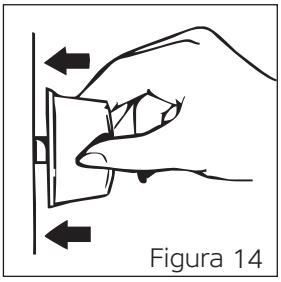
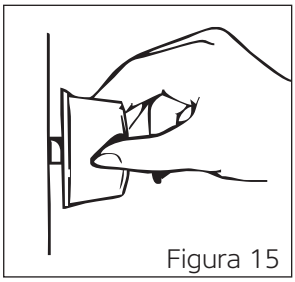
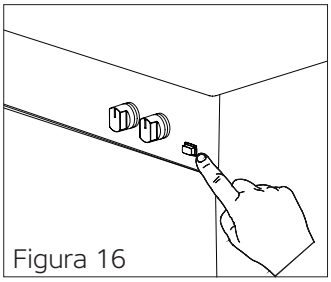

Figura 14
Figura 15
Figura 16
**3.** Para utilizar o queimador do fogão de sua preferência, premir primeiro o botão no sentido da seta e aguardar 5 segundos para que o ar saia dos tubos (Ver figura 14).
**Nos Modelos Com Ignição Manual;** pode acender o queimador do fogão pretendido com um acendedor (fósforo, isqueiro) rodando o botão (Ver figura 15).
*** Nos Modelos Com Ignição (Automática) Com Um Botão;** pode acender o queimador do fogão pretendido premindo o botão na direção da seta (ver figura 14) e rodando o botão (Ver figura 15).
*** Nos Modelos Que São Ligados Com O Botão;** em primeiro lugar, premir o botão no painel de controlo (Ver figura 16). Seguidamente, ao premir o botão do queimador do fogão pretendido na direção da seta, pode acender o queimador do fogão (Ver figura 14).